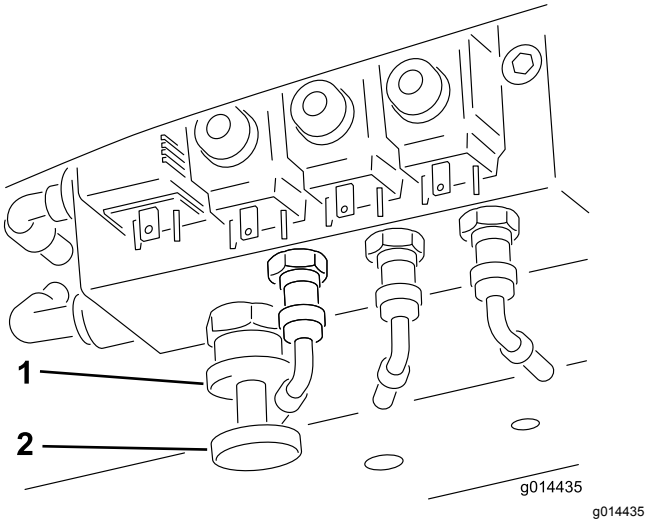

Figur 32
Så här aktiverar du viktöverföringen: Du kan anpassa viktöverföringens omfattning till driftförhållandena genom att rotera handhjulet för viktöverföring (Figur 32) på följande sätt:
1. Lossa på ventilens låsmutter ett halvt varv moturs och håll den (Figur 32).
2. Rotera ventilens handhjul (Figur 32) moturs för att minska viktöverföringen eller medurs för att öka viktöverföringen.